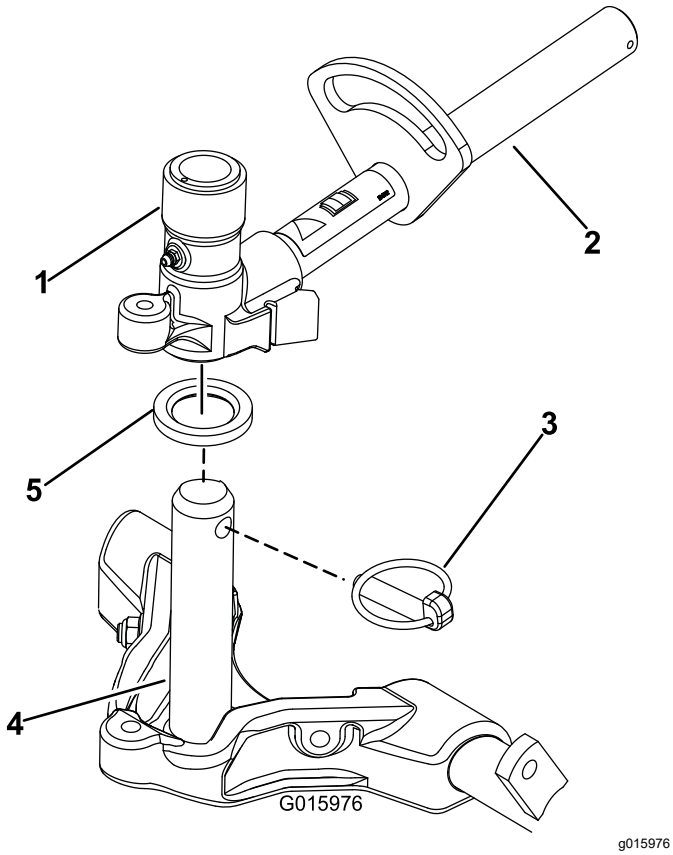

图 16
9. 在承载架轴上涂抹干净的润滑脂图 16。
10. 对于前滚刀组在将承载架轴向上插入提升臂轴轭的同时把滚刀组滑到提升臂下方图 16。确保将止推垫圈放在承载架轴上。
11. 使用 Klik 销将承载架轴固定到提升臂轭图 16。
B. 将提升臂轭插入承载架轴的上方 (图 16)。